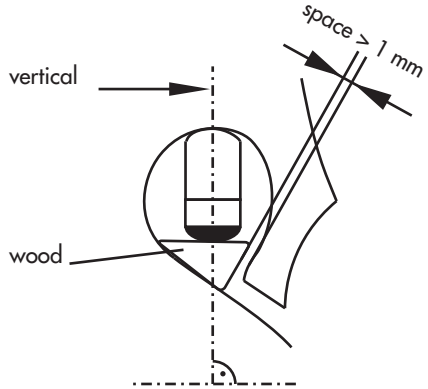

Fig. 1
- Die Tonabnehmerkapsel sollte mehr oder weniger senkrecht im Stegloch unter der G-Saite für Kontrabass, der A-Saite für Cello und Viola und unter der E-Saite für Violine angebracht werden, wobei der Korken nach oben zeigt. Siehe Abb. 1.